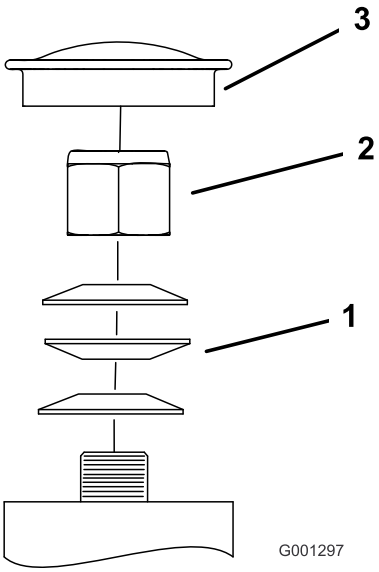

**Figur 60**
3. Fjern støvkoppen fra styringen og trekk til låsemutteren (Figur 60).
4. Trekk til låsemutteren inntil fjærskivene er flate og gå deretter tilbake 1/4 omdreining for å stille forhåndsbelastningen på lagrene korrekt (Figur 60).
**Viktig: Påse at fjærskivene er montert korrekt slik det vises i Figur 60.**
5. Sett på støvkoppen (Figur 60).